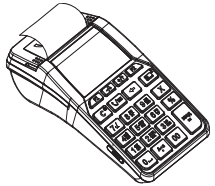

Рисунок 4. Закрытие крышки изделия
2.3. Закрыть крышку лотка для ЧЛ так, чтобы свободный конец ленты попал в прорезь между крышкой и верхней частью корпуса изделия (рисунок 4).